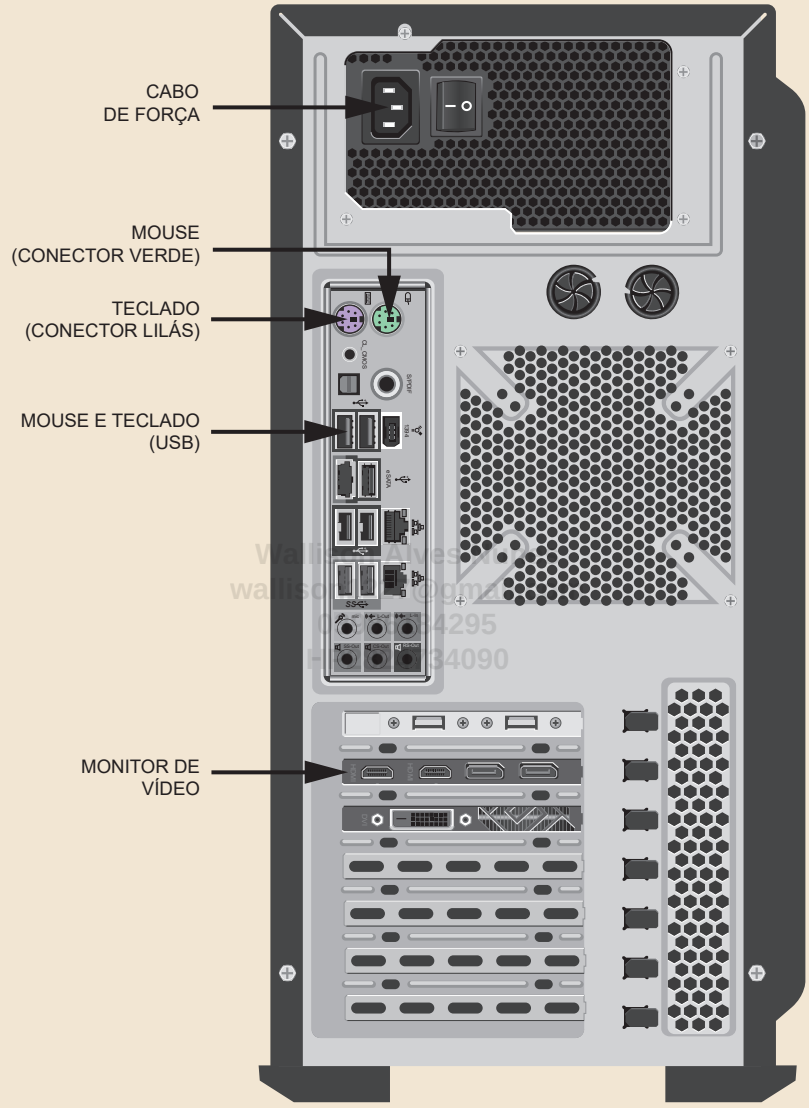

Figura 24.1: Conecte os periféricos externos básicos.
Antes de ligar o computador, você deverá instalar o cabo de força, o teclado, o mouse e o monitor de vídeo a ele. Essas conexões são mostradas na Figura 24.1. *Você não deverá conectar qualquer outro periférico externo neste momento*.
- Monitor de vídeo: monitores de vídeo são, normalmente, compatíveis com mais de um tipo de conexão, mas devem ser ligados ao computador usando apenas um cabo, mesmo que o monitor tenha dois ou mais conectores. Das conexões existentes, você deverá escolher a melhor que exista tanto no seu monitor quanto na sua placa de vídeo ou placa-mãe, no caso de você usar o vídeo integrado. A preferência de conexão deve ser feita nesta ordem: DisplayPort, HDMI, DVI e VGA (já mostramos na *Figura 5.2* as diferenças entre esses conectores). No exemplo da Figura 24.1, a placa de vídeo tem dois conectores DisplayPort, dois conectores HDMI e um conector DVI. Devemos, portanto, ligar o monitor ao computador usando a conexão DisplayPort, caso o monitor tenha uma conexão deste tipo (qual dos dois conectores usar é irrelevante). Se esta conexão não existir no monitor, então deveremos utilizar a conexão HDMI. E caso o monitor não tenha um conector HDMI, devemos então usar a conexão DVI. Se você tiver instalado uma placa de vídeo no computador, deverá instalar o monitor à placa de vídeo e não a um dos conectores de vídeo presentes na placa-mãe.